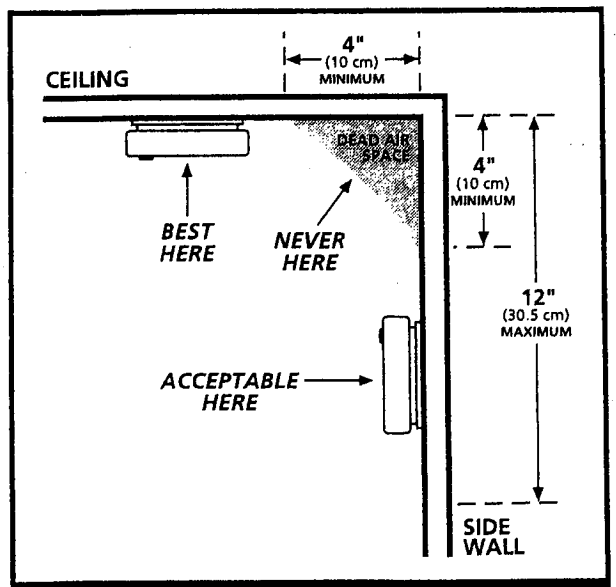

FIGURE 1
- When mounting an alarm on the ceiling, locate it at a minimum of 4" (10cm) from the side wall (see Figure 1).
- When mounting the alarm on the wall, use an inside wall with the top edge of the alarm at a minimum of 4" (10cm) and a maximum of 12" (30.5cm) below the ceiling. (see Figure 1).